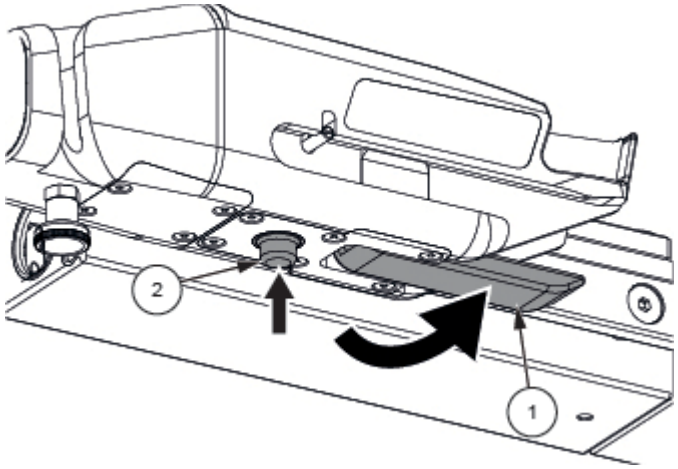

Figure 7-9. Lock the Motorized Transfer Handle
3. Lock the clamping lever (1). See *Figure 7-9*.
1. Lower the locking lever (1), keep the rail lock (2) pressed and pull outward on the motorized transfer handle. See *Figure 7-9*.